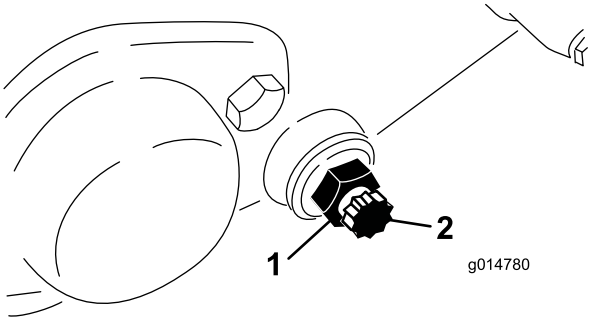

Figur 55
3. Løsn kontramøtrikken, som fastholder bundtværstangens bolt, på hver side af maskinen (Figur 55).
4. Afmonter bundtværstangens bolte, så bundtværstangen kan trækkes nedad og fjernes fra maskinen. Gem de 2 nylonskiver og 2 prægede stålskiver på hver ende af bundtværstangen (Figur 55).